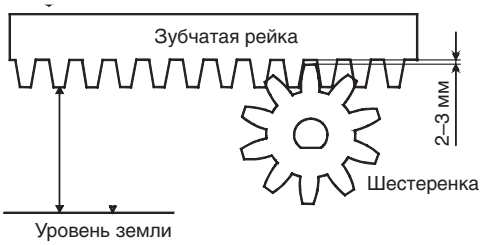

Рисунок 8
10. Чтобы обеспечить пр вильное з цепление рейки с шестерней, уст новите з зор между шестерней привод и зубч той рейкой ~2 мм (рисунок 8).